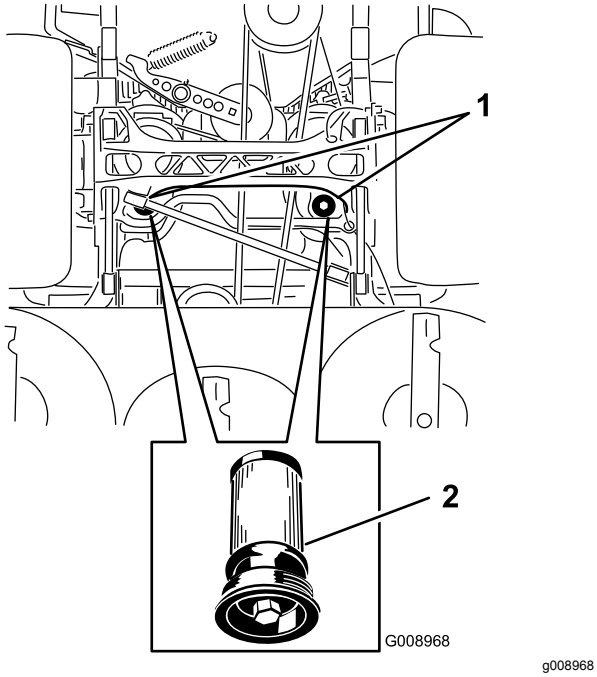

Figure 105
5. Placez un bac de vidange sous le filtre, retirez le filtre usagé et essuyez la surface (Figure 105).
6. Appliquez une fine couche de liquide hydraulique sur le joint en caoutchouc du filtre de rechange (Figure 105).